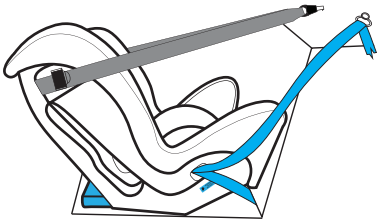

Figure 9
**Step 7:** Pull to tighten to remove all the slack from the upper tether strap. Do not overtighten as this could cause the restraint to lift off the vehicle seat (refer to Figure 9).